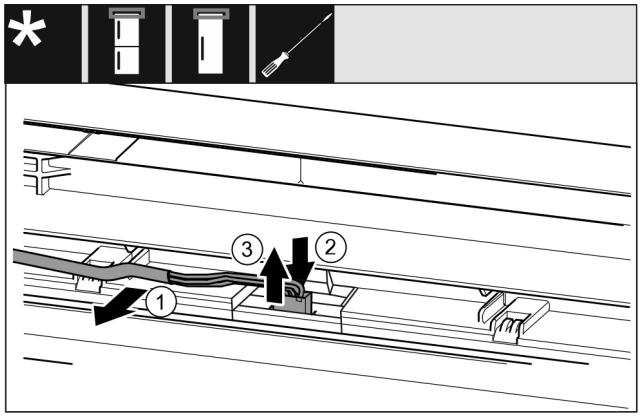

Fig. 14 Koel-/vriescombinaties / diepvriezers / koelapparaten
- ▶ Kabel *Fig. 14 (1)* voorzichtig uit de geleiding in de deur losmaken.
- ▶ Strip *Fig. 14 (2)* achter de stekker naar achteren drukken.
- ▶ Stekker *Fig. 14 (3)* voorzichtig naar boven toe wegtrekken.